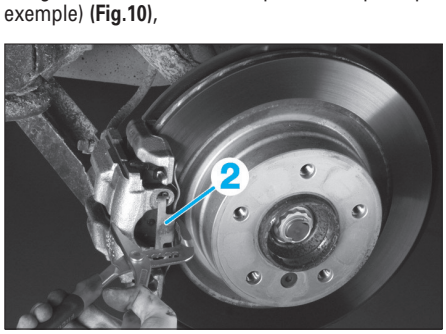

Fig. 10
- l'agrafe (2) (à l'aide d'une pince multiprise par exemple) **(Fig.10)**,